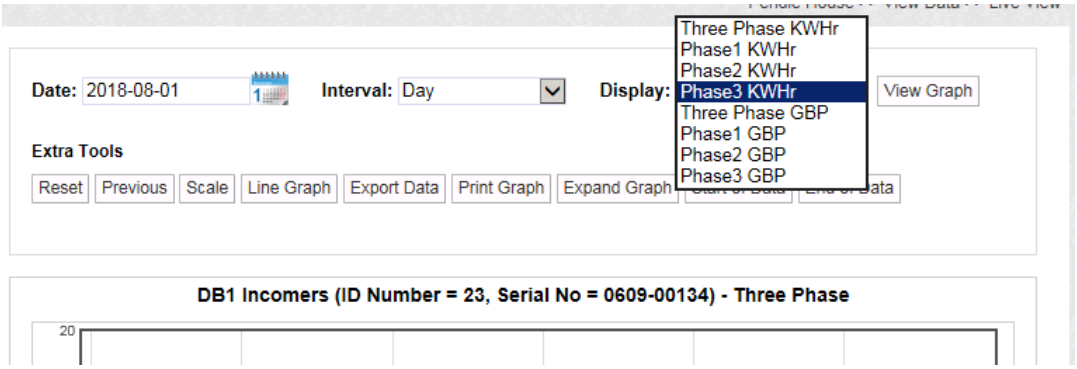

Figure 86
1. From the **Display:** drop-down list, select the required Phase to display and the Units to use (KW/hr or GBP). See Figure 86 below: